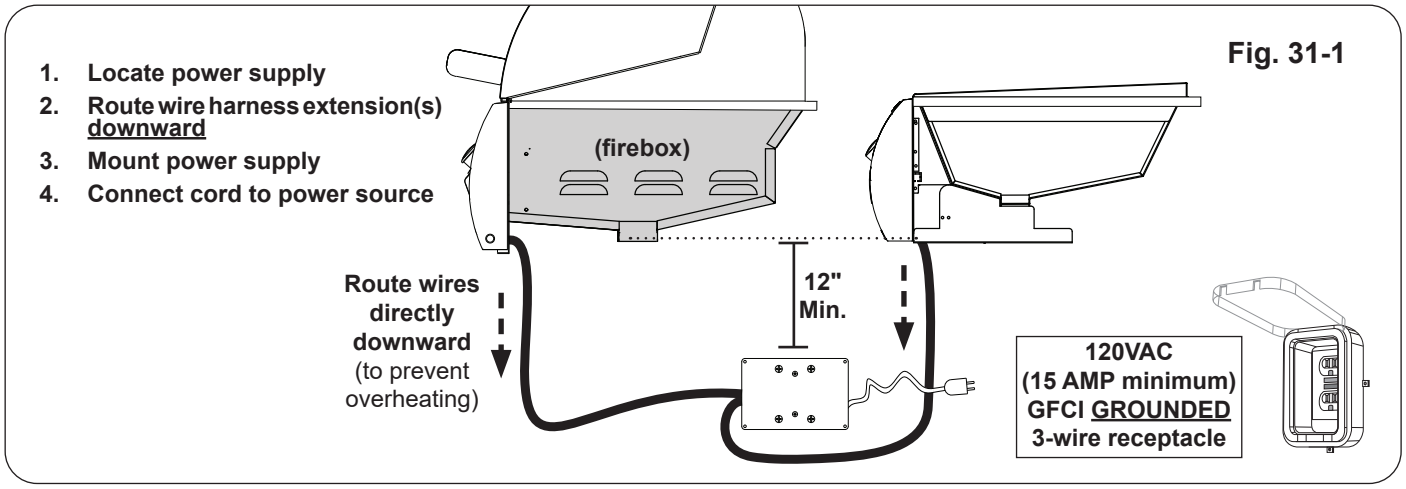

Fig. 31-1
1. The power supply box MUST be located at least 12 inches below the bottom of the grill and/or searing station (see Fig. 31-1).
2. The wire harness extension that exits from the control panel MUST be routed directly downward. This will prevent overheating. **DO NOT** route the wire harness extension below the grill firebox and/or searing station (see Fig. 31-1).
- Located at least 12" below the bottom of the unit (see Fig. 31-1)
4. Connect the power cord to a **120VAC (15 AMP minimum) GFCI GROUNDED three-wire receptacle** (see Fig. 31-1). The GFCI receptacle must be a WEATHER-PROOF IN-USE COVERED RECEPTACLE.